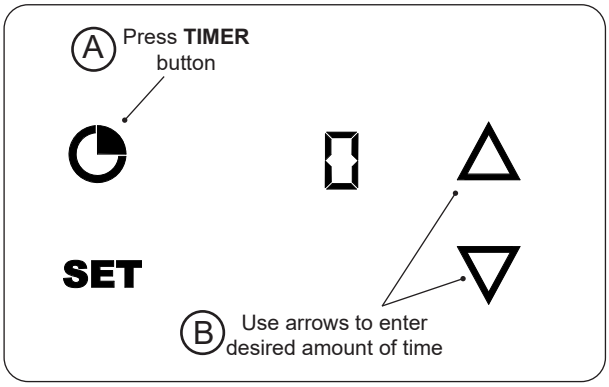

Fig. 41-1 Set timer
1. With the thermometer **on**, press the **TIMER** button once (Fig. 41-1, A). A zero will display indicating that no timer is set.
2. Press the **UP** or **DOWN** arrows to enter the desired amount of time or to modify an existing set time (Fig. 41-1, B).